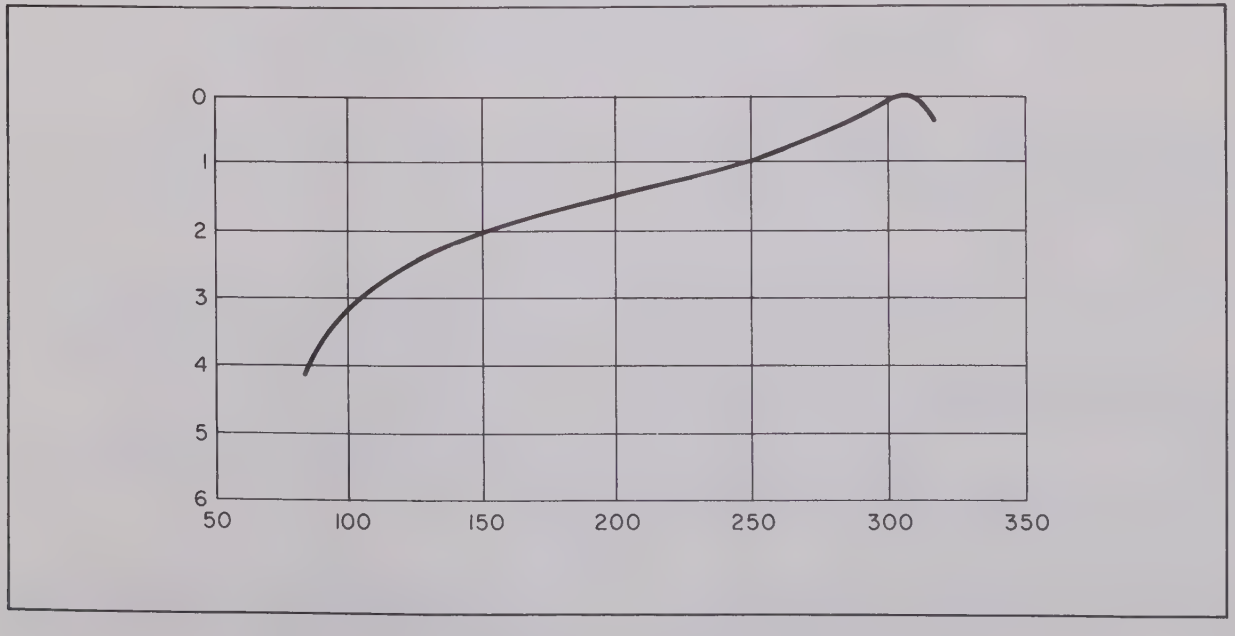

Figure 4-16. High Pass Filter A2A4 Frequency Response
c. Adjust A2A4C4 to position the notch at 60 MHz, as illustrated in figure 4-16.